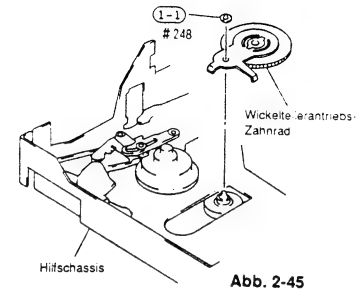

Abb. 2-45
1) Eine (1) Scheibe entfernen, mit welcher das Wickeltellerantriebs-Zwischenrad befestigt ist (siehe Abb. 2-45).